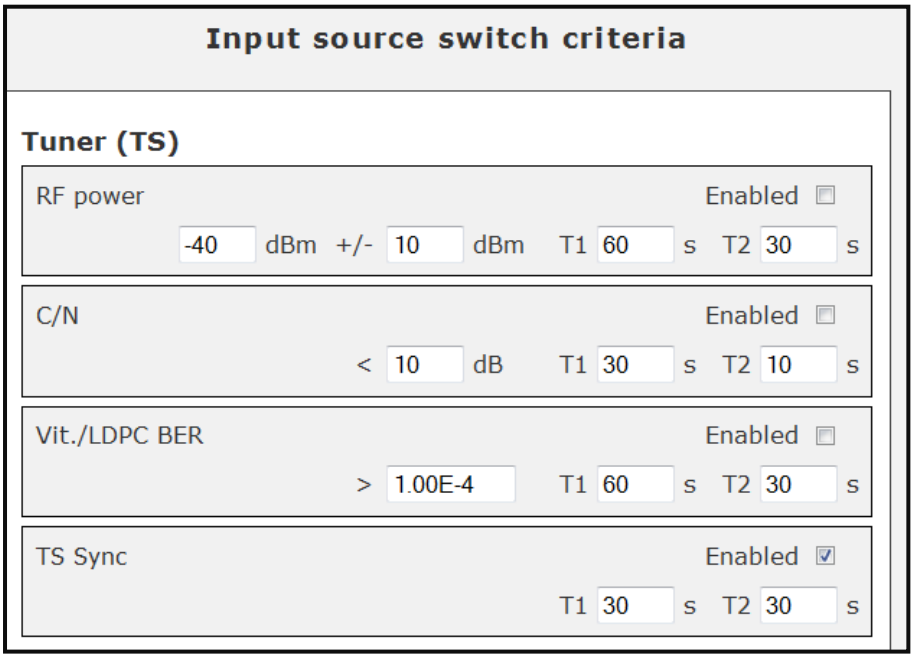

Fig. 27: Switch criteria for main and backup input source - SAT Tuner
⇒ The following menu for **Tuner (TS)** appears (see Fig. 27):